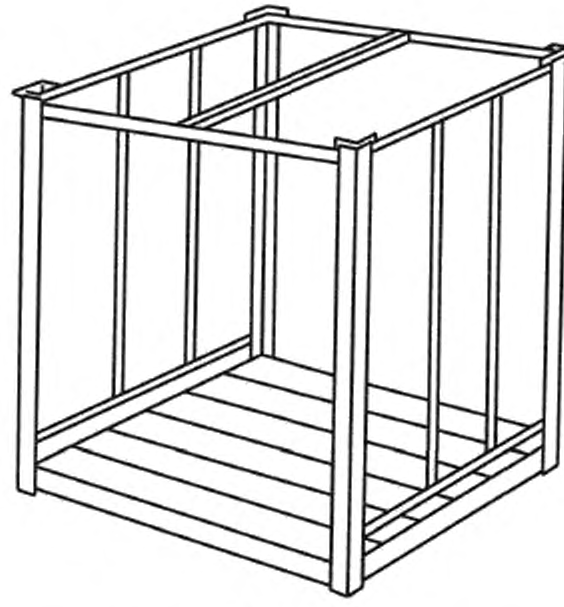

Рисунок 34 — Съемный каркас поддона
5.2 **съемный каркас поддона:** Конструкция (надстройка), которая может быть использована для трансформации плоского поддона в ящичный или стоечный поддон или для штабелирования (см. рисунок 34).